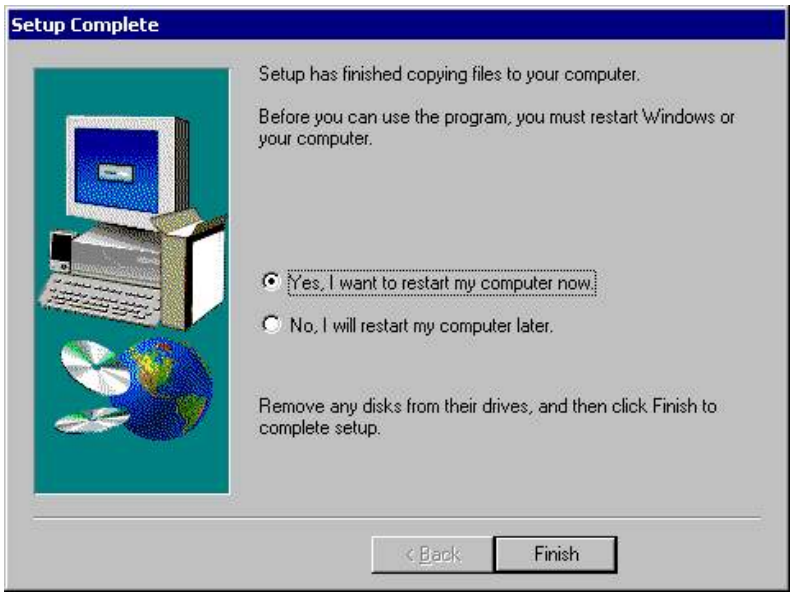

图 4-2-6
6、安装完成，单击“ Finish ”，结束四合一驱动安装（如图 4-2-6）。